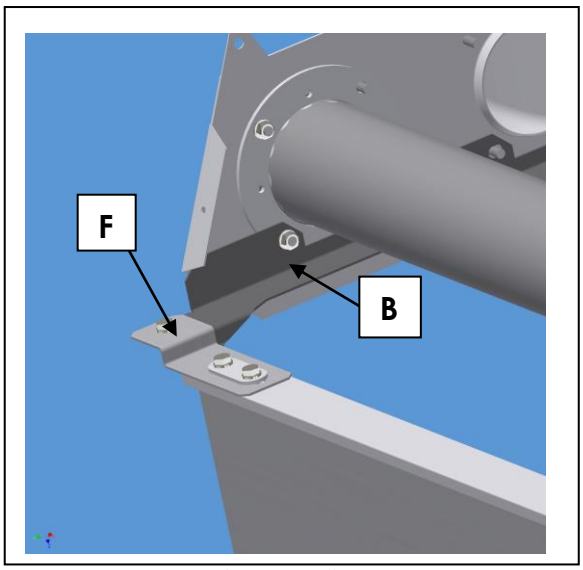

Abb. 62: Montage Reflektorverlängerung an Umlenkkasten mittels Halteblech
3. Ggf. Halteblech **B** an Umlenkkasten montieren, dazu 4 untere Muttern M8 lösen, Halteblech auf Rohrflansche auflegen und Muttern wieder anziehen (Abb. 62).
7. Bei Verwendung des Halteblechs **B** Sicherungslasche **F** montieren (Abb. 62).